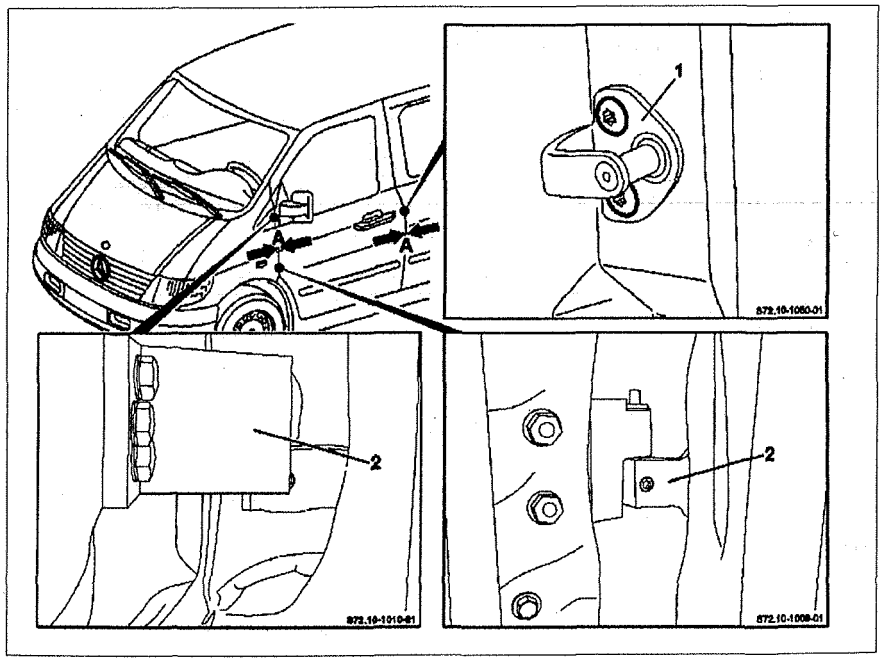

Рис. 11.6. Регулировка передней двери:
10. Снимите фиксатор двери **1** (см.рис.11.6).